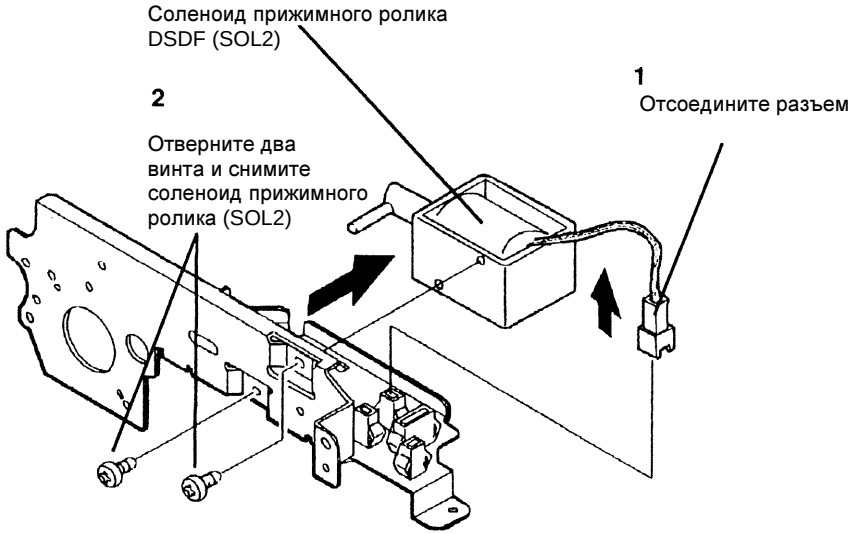

Рисунок 1 Снятие соленоида прижимного ролика (SOL2)
3. (Рисунок 1): Снимите соленоид прижимного ролика DSDF (SOL2)